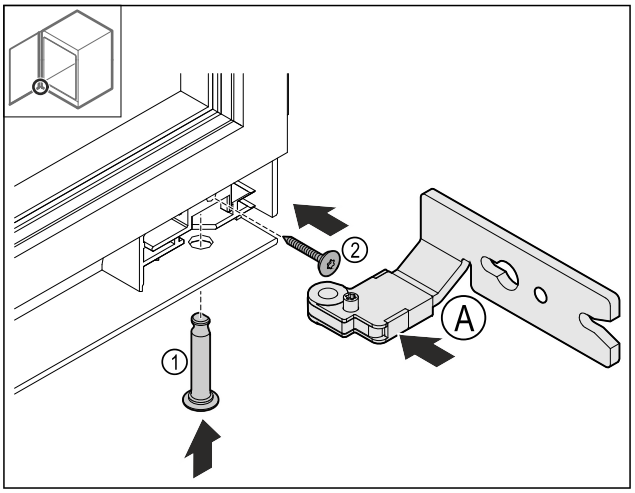

Fig. 27
▶ Unteres Scharnier *Fig. 27 (A)* einsetzen.
▶ Bolzen *Fig. 27 (1)* einstecken und festhalten.
▶ Schraube *Fig. 27 (2)* festdrehen.